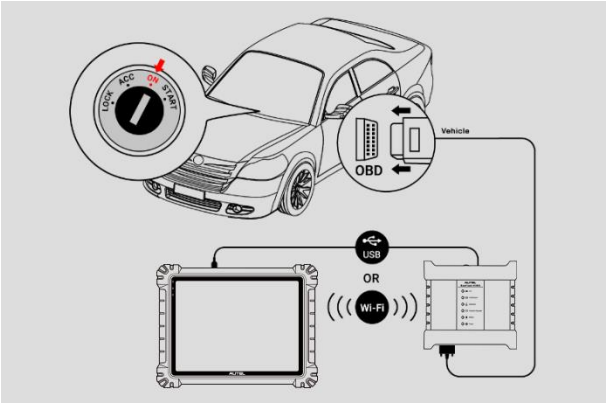

Figuur 9-107 *Verbindingsschema*
1. Raadpleeg *Figuur 9-107 Verbindingsschema* om de verbinding te voltooien, zet